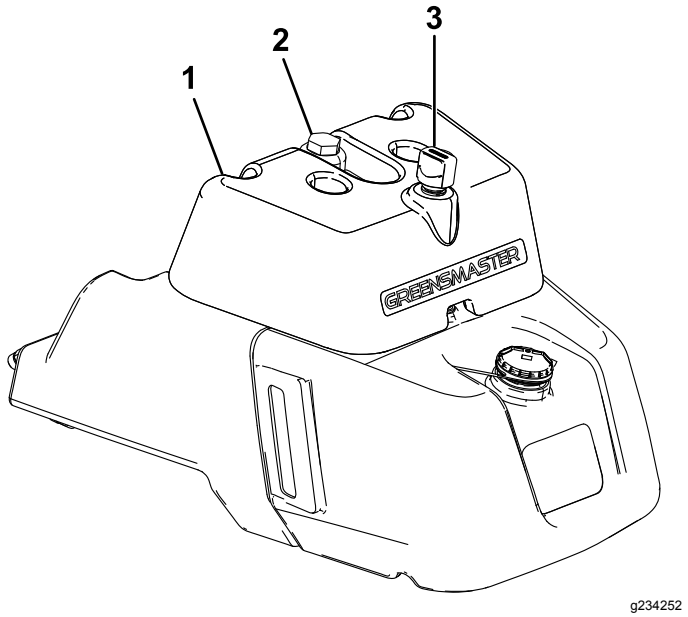

**Figuur 44**
- Als uw tank over een kijkglas beschikt, controleert u daar het oliepeil (Figuur 44) en gaat u verder met stap 5.